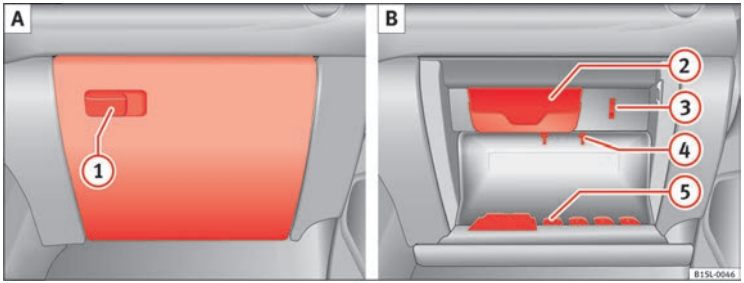

Fig. 75 Storage compartment with cover on the passenger side
Pull the lever to *open* ⇒ Fig. 75 (1).